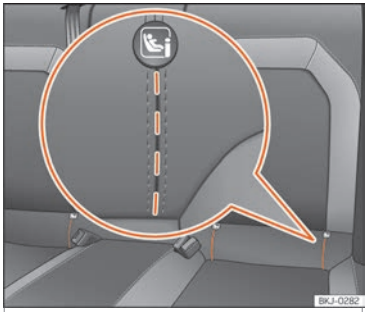

Fig. 24 Rear seat: slots die cut to access the ISOFIX / iSize securing rings.
Two "ISOFIX" retaining rings are fitted on each rear side seat. In some vehicles, the rings are secured to the seat frame and, in others, they are secured to the rear floor. The "ISOFIX" rings are located between the rear seat backrest and the seat cushioning ››› Fig. 24. The Top Tether rings are located on the rear part of the rear seat backrests (behind the backrest or in the luggage compartment) ››› page 34.
- Open the cut-out section behind the marked grooves to access the retaining rings ››› Fig. 24.